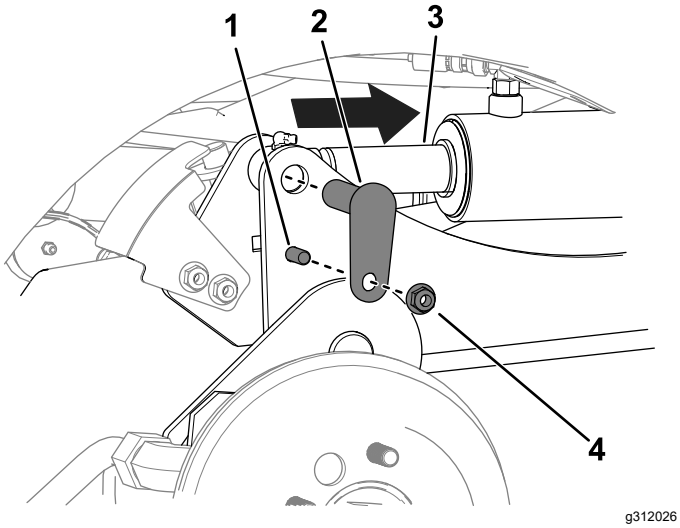

**Figuur 11**
C. Gebruik een doorn om de gaten van de cilinderstang uit te lijnen met de gaten in de hefarm (Figuur 11).
D. Gebruik 2 bouten (⅜" x 1¼"), 2 moeren (⅜") en 2 kleine pennen om de hefarmen aan de cilinders te monteren (Figuur 11).